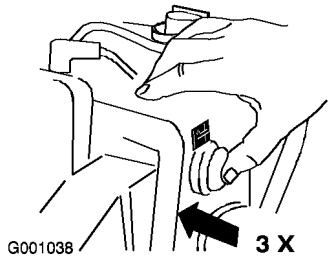

Figura 24
6. Con il pollice, spingete tre volte lo starter con forza, lasciandolo inserito ogni volta per un secondo prima di rilasciarlo (Figura 24).